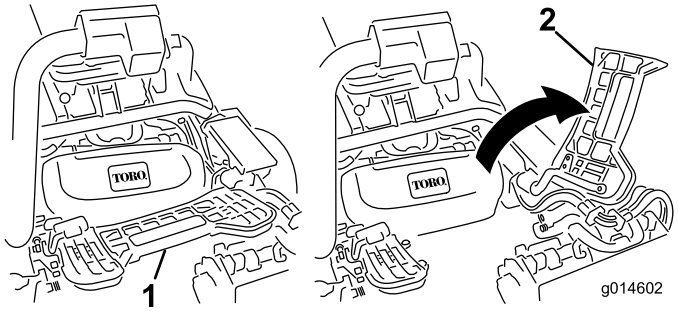

Figur 11
7. Hvis du skal montere den midterste klippeenhed, skal du hæve fodstøtten og vippe den op, så du får adgang til den midterste klippeenheds position (Figur 11).